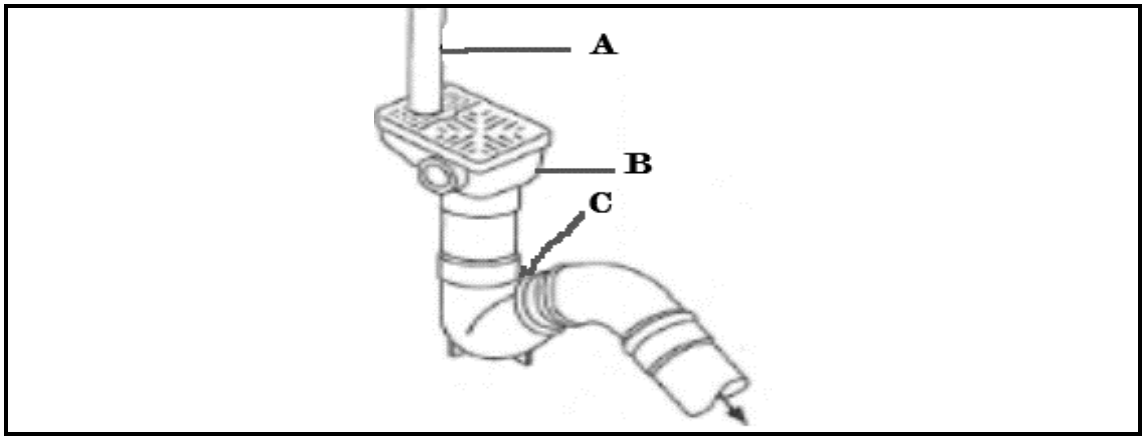

FIGURE 1
6.5 The diagram in FIGURE 1 below shows a gully. Name the components labelled A, B and C by writing only the answer next to the letter (A–C) in the ANSWER BOOK.